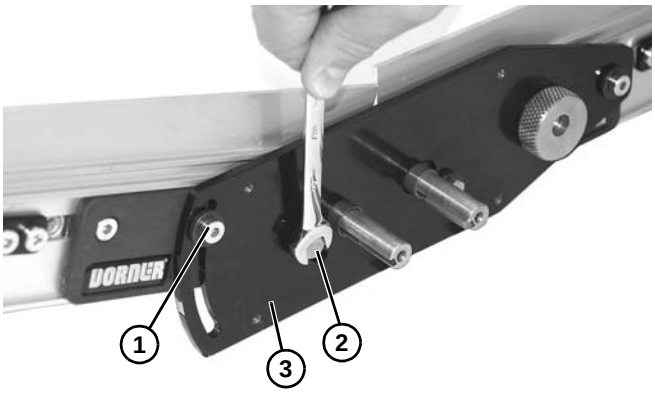

Abbildung 19
7. Schraube **(Abbildung 19, Teil 1)** montieren. Förderbandwinkel einstellen und festziehen. Auf gegenüberliegender Seite wiederholen.
8. Unterlegscheibe und Schraube **(Abbildung 19, Teil 2)** auf Slave-Antriebsplatte **(Abbildung 19, Teil 3)** einbauen. Auf gegenüberliegender Seite wiederholen.